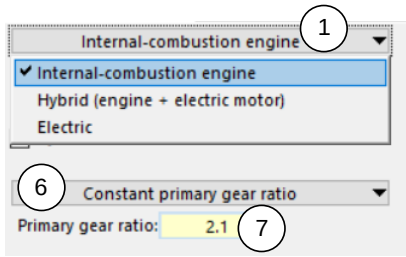

Figure 7. Select either internal-combustion, hybrid-electric or electric system.
BikeSim support three different propulsion systems. Select the type of system from the ring control (1) on the powertrain assemble screen (Figure 7):